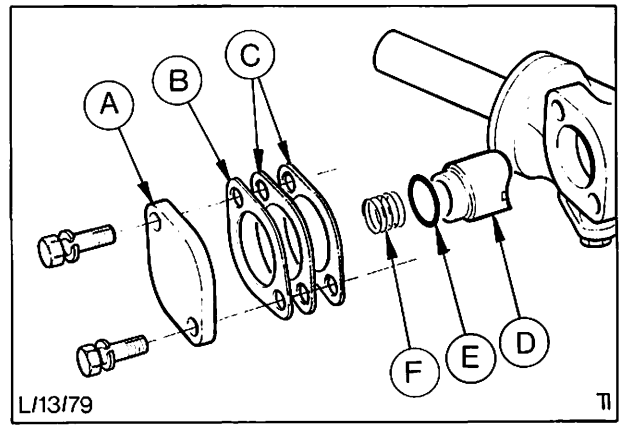

Abb. 27 Bestandteile der Gleitsteinanordnung
7. Gleitsteindeckel (2 Schrauben) abbauen, Ausgleichscheibenpaket, Dichtring, Feder und Gleitstein herausnehmen, Abb. 27.